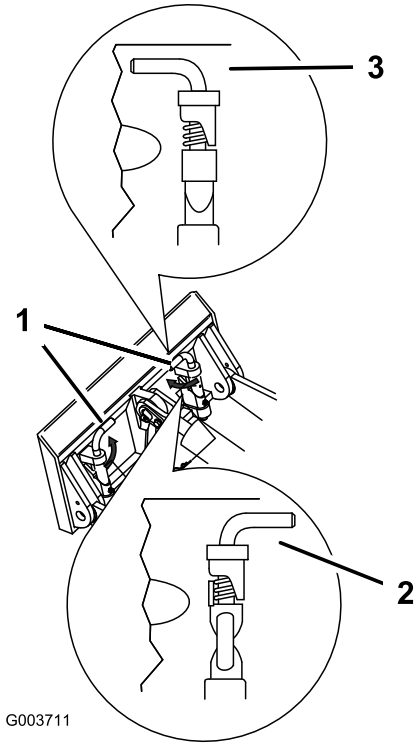

**Figuur 25**
7. Zet de snelkoppelingspennen vast en zorg ervoor dat deze volledig in de bevestigingsplaten zitten (Figuur 25).